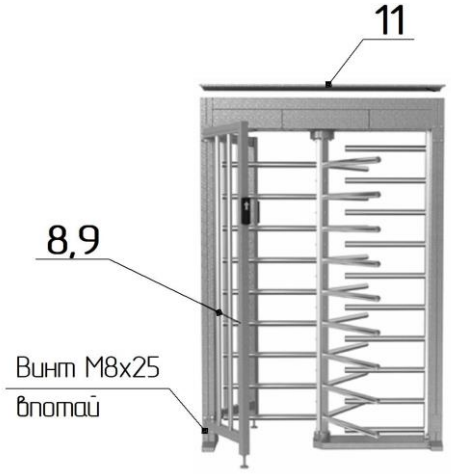

Рис. 6
5. Окончательная сборка (рис.6, 7):